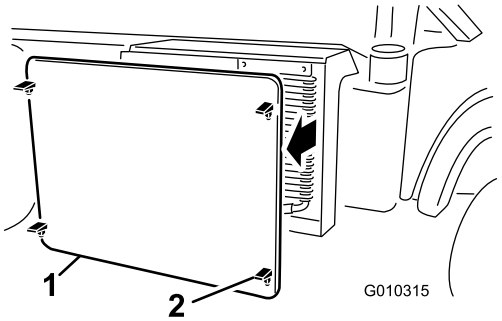

Figur 60
2. Løsne og fjern radiatorskjermen fra forsiden av radiatoren (Figur 60).